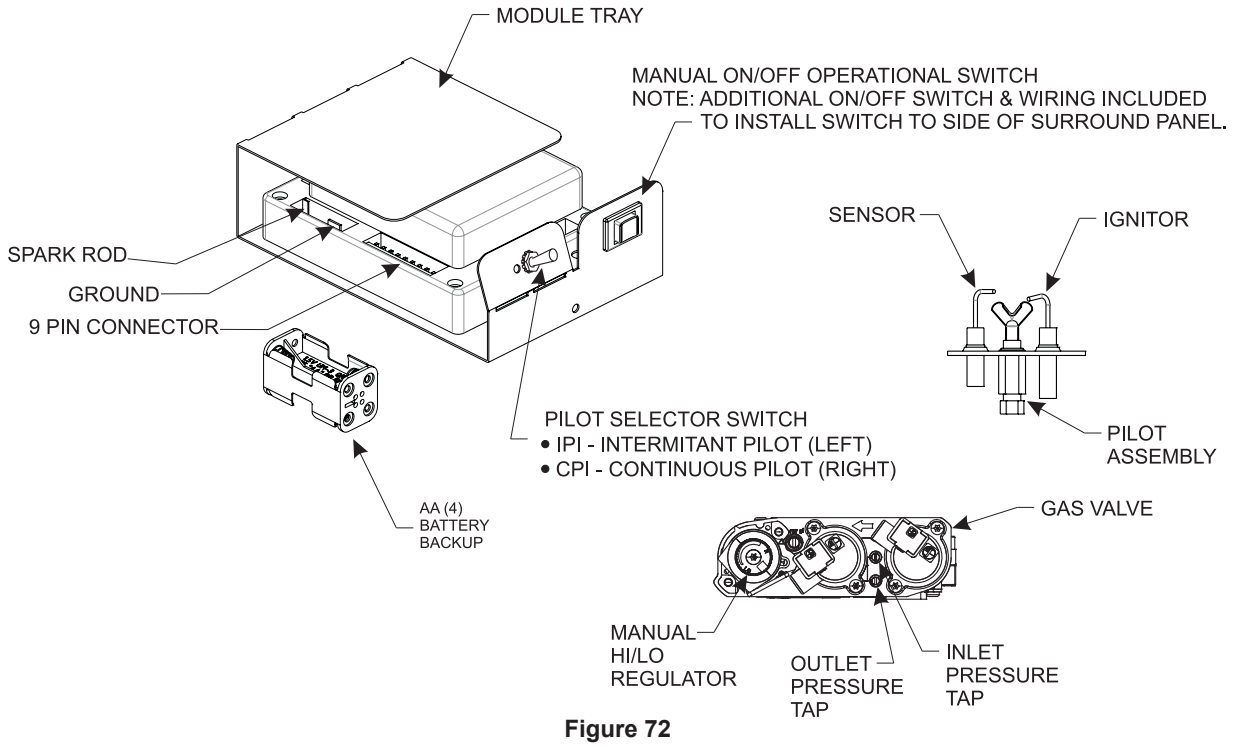

Figure 72
Note: A small toggle switch is located on the front of the module tray that is used to switch from IPI (left) to the CPI (right). See Figure 72.
3. The gas valve has inlet and outlet pressure taps as shown in Figure 72. Refer to page 12 for gas pressure requirements.
Note: The gas control has a manual HI/LO flame adjustment knob (regulator) that allows you to increase or decrease the height of the burner flame. See Figure 72. Rotate the HI/LO knob counterclockwise to “HI” to increase the flame height, and clockwise to “LO” to decrease the flame height.
To connect the remote receiver to the appliance, first disconnect the ON/OFF switch wires from the white and green wire connectors and connect the wires from the remote receiver to the green and white wire connectors. See Figure 72.